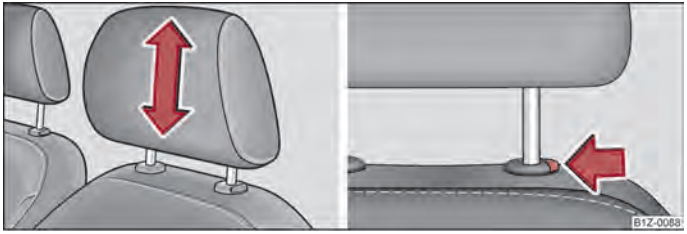

Fig. 45 Head restraint: Adjusting/pulling out
– Grasp the side of the head restraint with both hands and push it in upward direction as desired ⇒ fig. 45 - left.
– Move the head restraint downwards if required by pressing and holding the safety button with one hand ⇒ fig. 45 - right and by pressing with the other hand the head restraint downwards.
– Press the locking button in the direction of arrow ⇒ fig. 45 - right and pull the head restraint out.